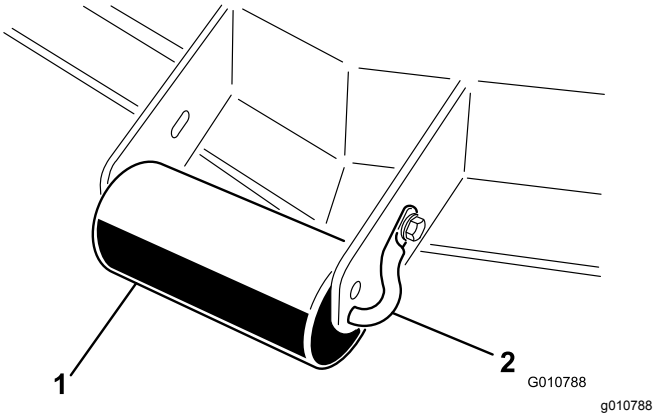

Figuur 11
1. Verwijder de inbusbout en de moer waarmee de rolas is bevestigd aan de beugel van het maaidek (Figuur 11).